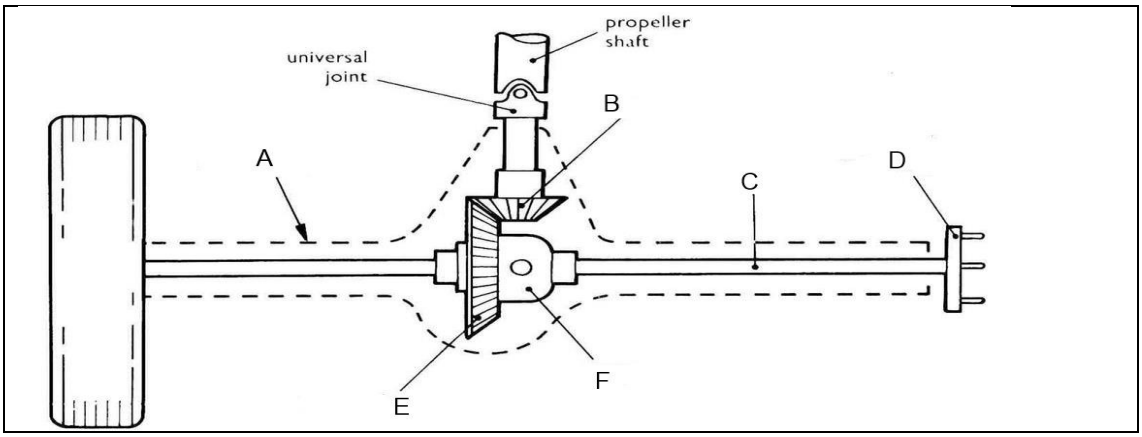

FIGURE 2
2.1 FIGURE 2, below shows the sketch of final drive and differential assembly. Identify and name the parts labelled (A-F) in the ANSWER BOOK. (6)
2.2 Describe the gear arrangement and components inside the component "F" in FIGURE 2 and what unit inside the final drive they are bolted to. (4)